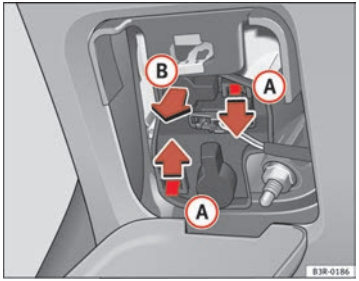

Fig. 221 Remove the bulb holder ▶
– Press on the tabs (A) ⇒ page 274, fig. 221 in the direction of the arrows and remove the bulb holder by pulling in the direction of the arrow (B).